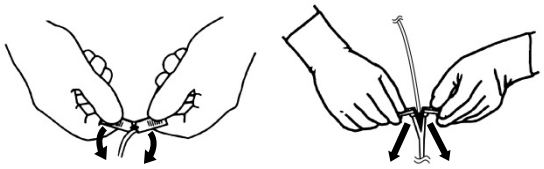

図6
10)シース上部のハンドルを両手でつかみ、シースを左右対称にゆっくりと引き裂く（図6）。